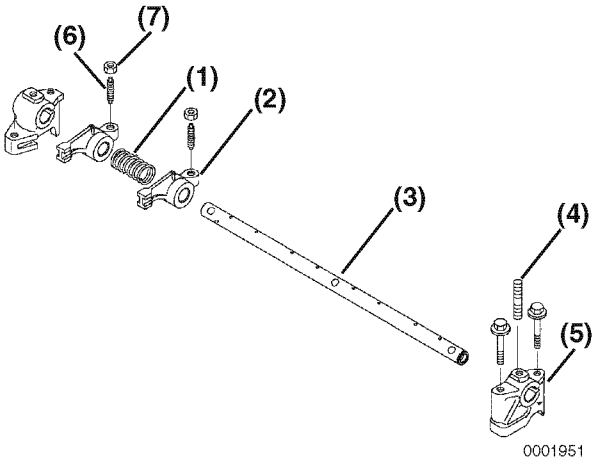

Figure 6-36
1. Lubricate the rocker arm shaft. Slide the rocker arm supports **(Figure 6-36, (5))**, springs **(Figure 6-36, (1))** and rocker arms **(Figure 6-36, (2))** onto the shaft.
Note: To properly align the rocker arm shaft with the rocker arm shaft supports, first reinstall a rocker arm support **(Figure 6-36, (5))** having a hole for the shaft alignment stud **(Figure 6-36, (4))**. Align the hole in the rocker arm shaft and the hole in the rocker arm support. Reinstall the alignment stud.
Note: **Figure 6-36** shows components for one cylinder. Components for all remaining cylinders are assembled in the same order.
3. If removed, reinstall the valve adjusting screws **(Figure 6-36, (6))** and the lock the nuts **(Figure 6-36, (7))**.